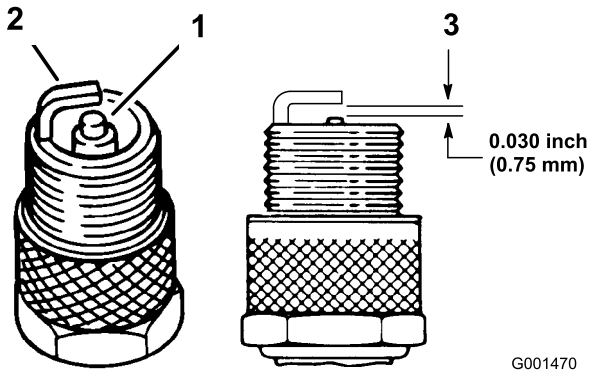

Figuur 23
1. Bekijk de binnenkant van de bougies (Figuur 23). Als de isolator lichtbruin of grijs is, werkt de motor naar behoren. Een zwarte laag op de isolator duidt meestal op een vuil luchtfilter.
2. Controleer de afstand tussen de centrale elektrode en de massa-elektrode (Figuur 23). Verbuig de massa-elektrode (Figuur 23) om de juiste afstand in te stellen indien dit nodig is.
3. Sluit de bougiekabels aan op de bougies (Figuur 23).